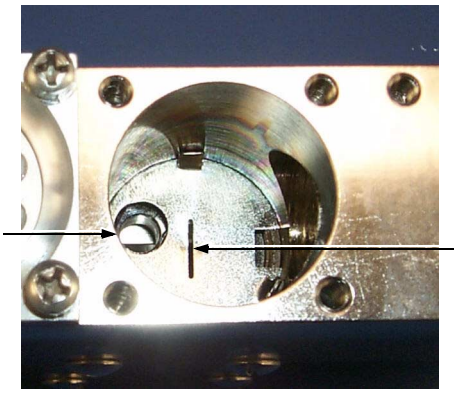
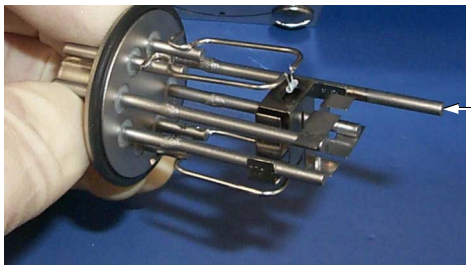

Figure 5-47 Properly Inserted Ground Slit Plate
Figure 5-48 Ion Source Alignment Pin
2. Carefully place the ground slit plate into the cavity, being sure to align the slit so that it is perpendicular to the back and front of the spectrometer tube (Figure 5-47).
5. Hold the ion source by the connector pins, and the O-ring if necessary, and insert it into the cavity so that its alignment pin falls in the center of the hole in the cavity (Figure 5-47 on page 5-37 and Figure 5-48).